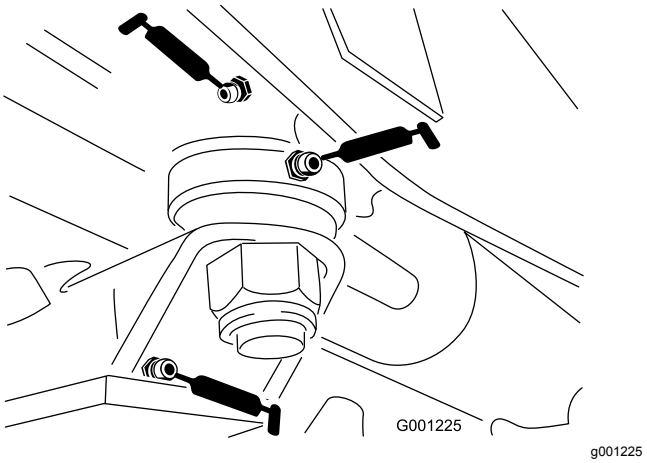

Figuur 39
- Lagerbussen van stuurplaat (Figuur 39)
- Lagerbus van aspen (Figuur 39)